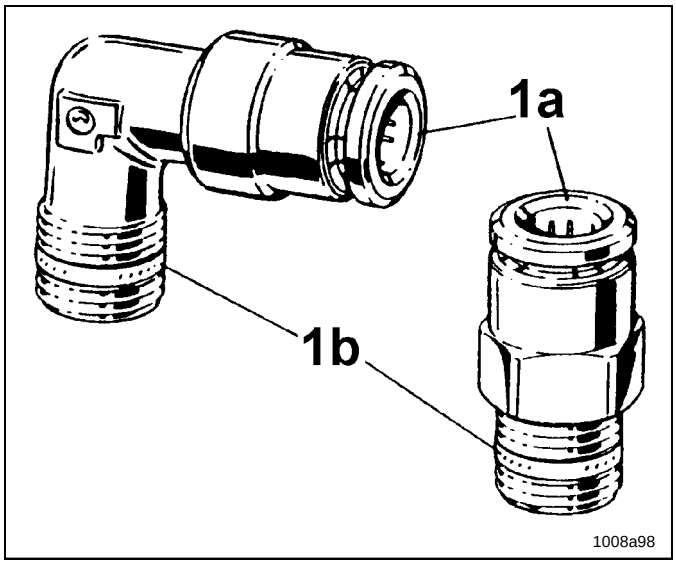

Fig. 2 Inlet fittings
*For the inlet fittings **use only tube fittings with reinforced collet** 1a (fig. 2) and sealing ring 1b at the thread.*